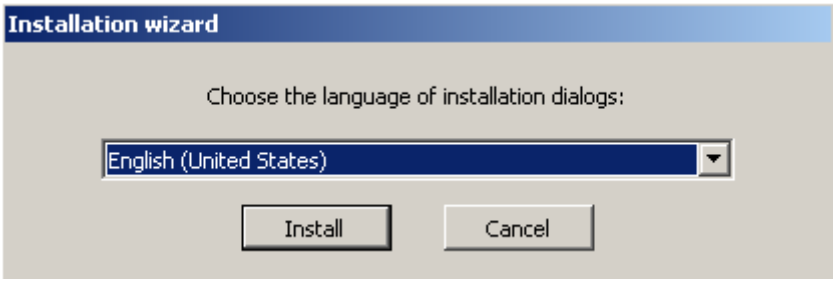

Figure 5.1-28 The dialog box of choosing language
As a result the dialog box of choosing language is displayed (Figure 5.1-28).
3. Choose the language of INTELLECT™ software installation and click "Install" (Figure 5.1-28).